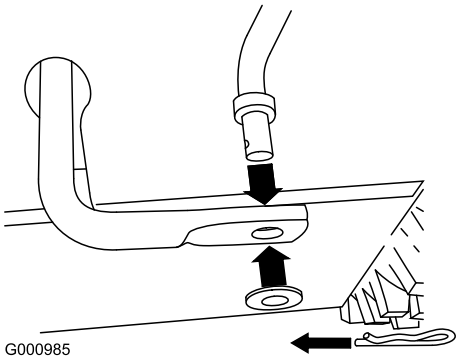

Figur 5
1. Fjern hårnålssplinten og skiven fra den nedre enden av hastighetskontrollstaget, og før den nedre enden av staget inn i den nedre leddarmen slik at den buede enden av hastighetskontrollstaget vender bakover (Figur 5).